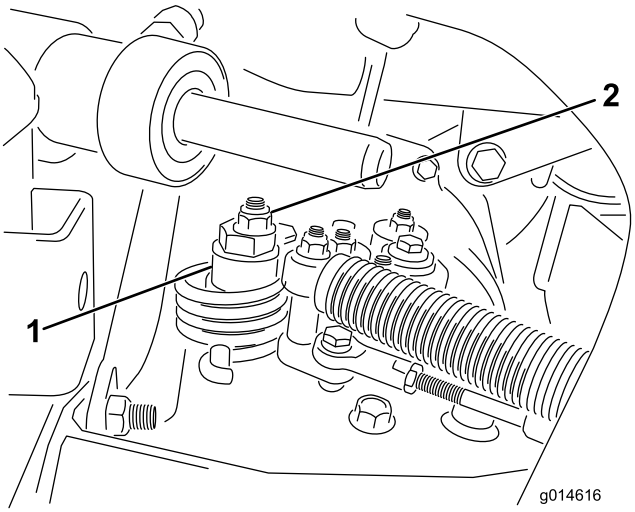

Figuur 49
A. Draai de moer los waarmee de excentriek is bevestigd aan de bovenkant van de hydrostaat (Figuur 49).
geborgd (Figuur 49). Controleer de afstelling met de gashendel op LANGZAAM en SNEL.